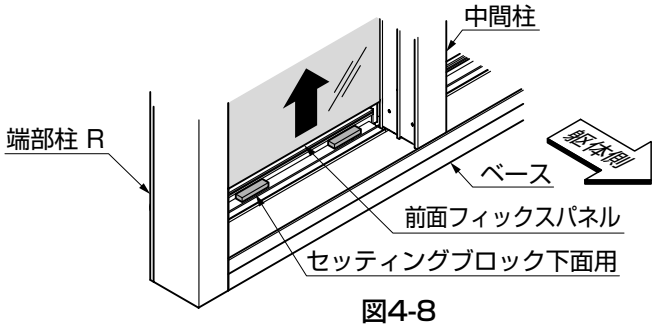

図4-8
③前面フィックスパネルを上方へ持上げて、セッティングブロック下面用をベースに取付けてください。（図4-8参照）